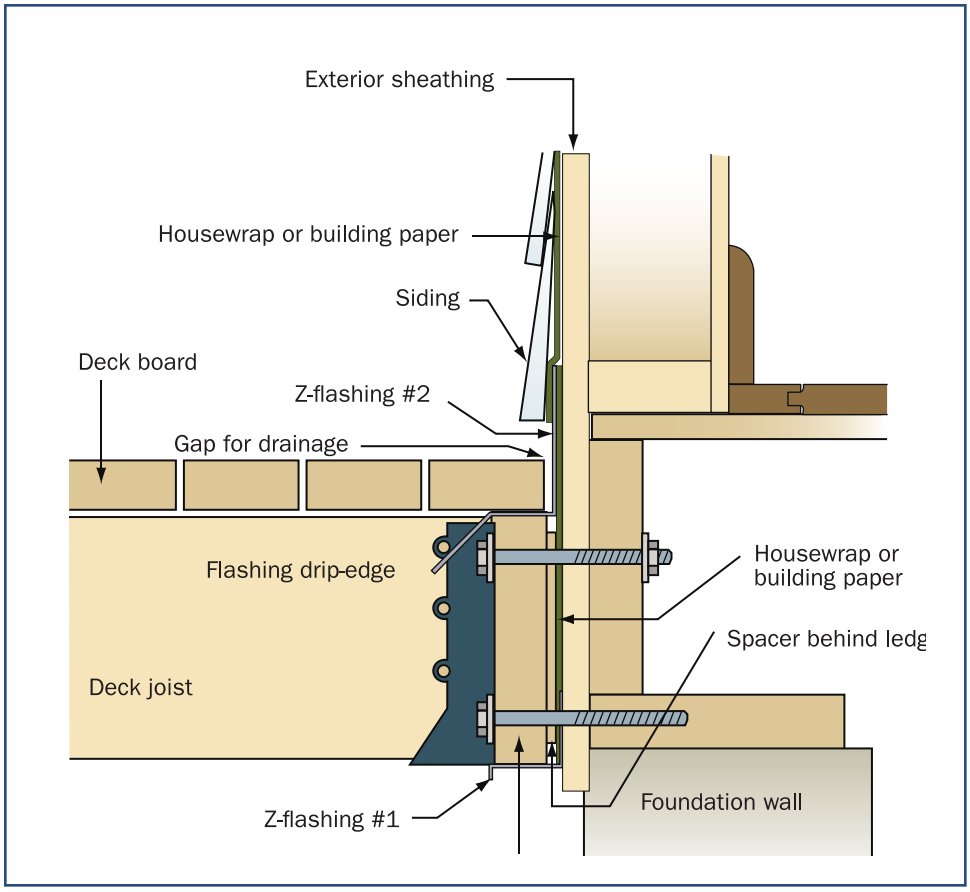

Figure 3
- Leave gap between first deck board and flashing to allow for drainage (see Figure 3).
- Use spacer behind ledger to provide gap for drainage (see Figure 3).